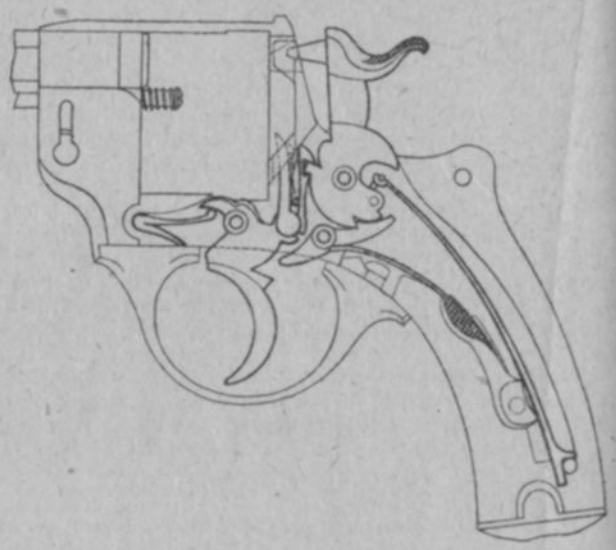

Fig. 7. — Mécanisme au cran de sûrete.
73. Le chien étant à l'abattu (fig. 7), si l'on exerce, avec le pouce, une pression sur la crête du chien, celui-ci tourne autour de son axe et bande le grand ressort par l'intermédiaire de la chaînette